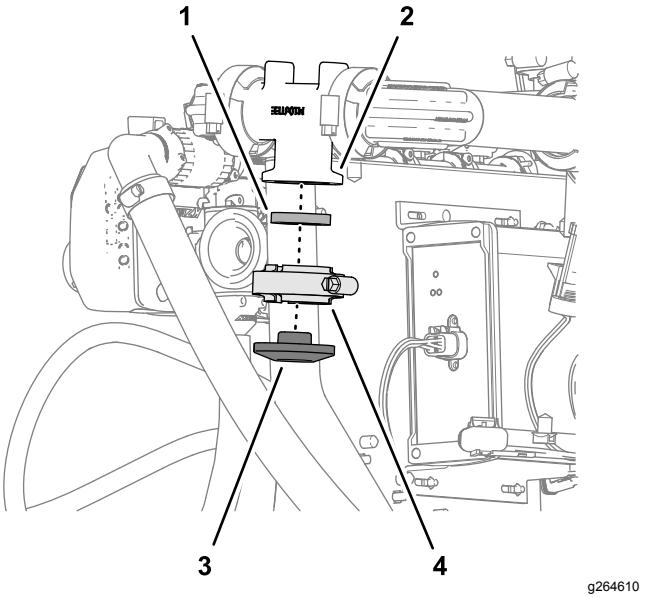

Figur 138
3. Monter det almindelige dæksel på flangen på gennemstrømningsmålerens manifold med flangeklemmen og pakningen, du fjernede i trin 2, og stram klemmen med håndkraft (Figur 138).